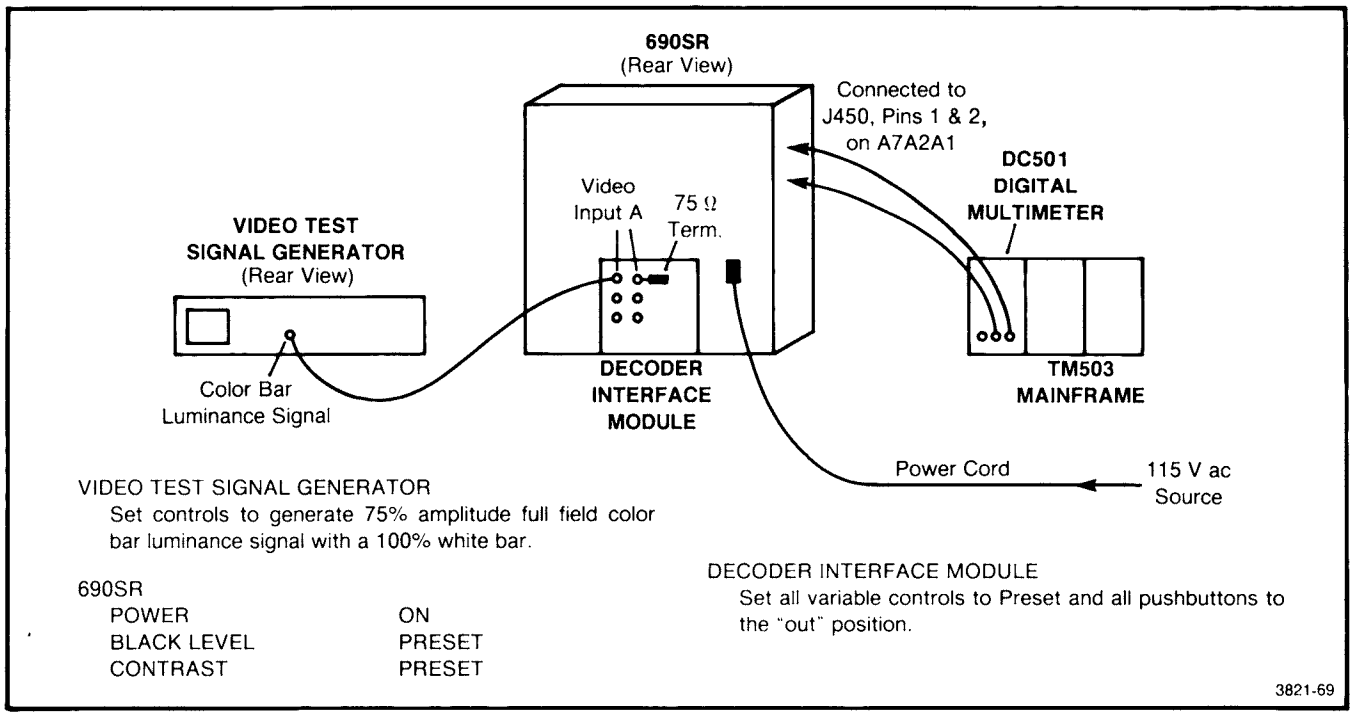

Fig. 6-25. Equipment setup conditions for checking the anode supply voltage.
a. Use Fig. 6-25 as a guide for connecting the equipment and setting the front-panel controls.
b. Check that the digital multimeter is connected to J450, pins 1 and 2 (lower two pins), on the High Voltage Regulator board, A7A2A1, as indicated in Fig. 6-25. Be sure that the input impedance of the multimeter is 10 MΩ or higher. Note: J450 is labeled J209 on the cover of some instruments.